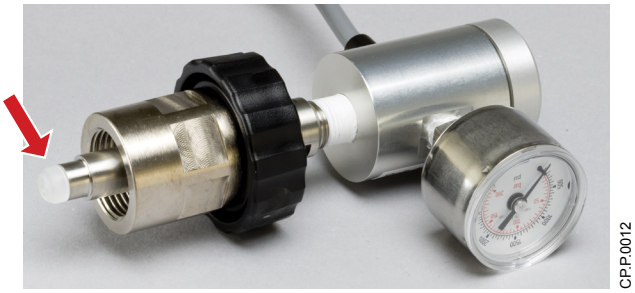

Figure 6-6 INOMAX cylinder regulator tip
1. Remove the regulator from the cylinder and visually inspect the regulator tip for chips, cracks or other damage (Figure 6-6).